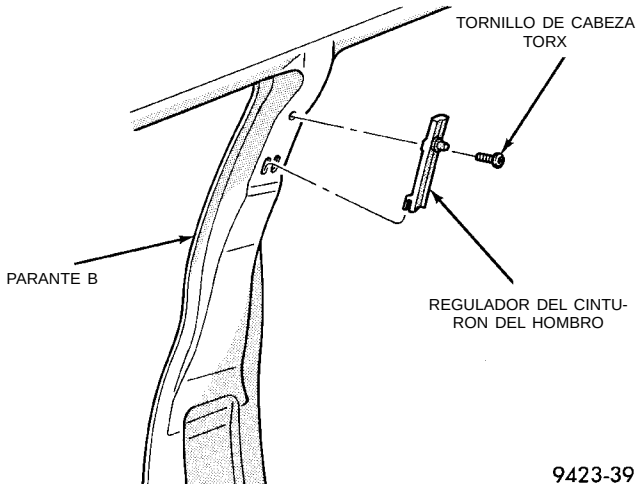

Fig. 66 Regulador del cinturón del hombro delantero
(1) Retire el tapizado del parante B.
(2) Retire el perno que sujeta el regulador del cinturón del hombro al parante B (Fig. 66).
(3) Separe el regulador del cinturón del hombro del vehículo.